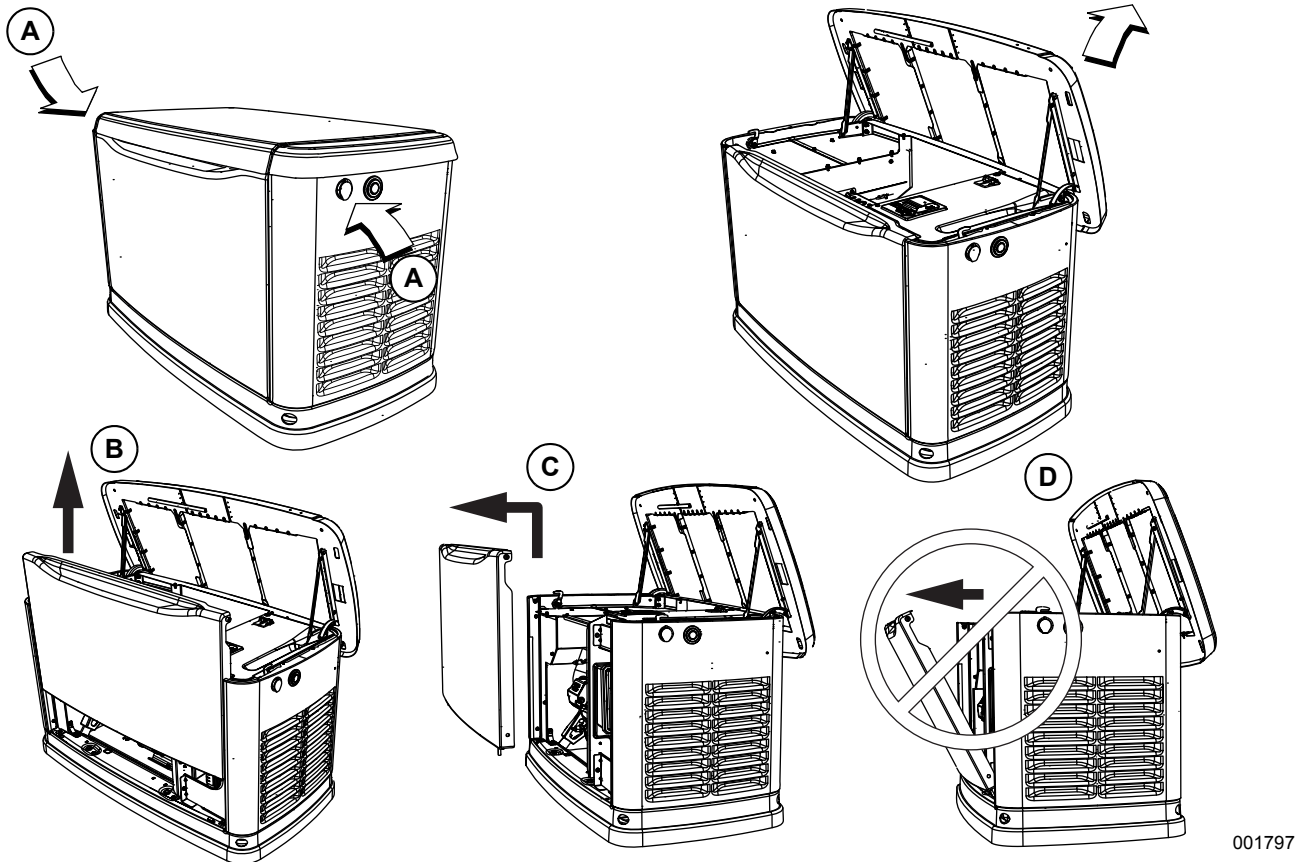

Figure 2-4. Side Lock Location and Front Panel Removal
3. Two locks secure the lid; one on each side (A in ***Figure 2-4***). Press down on the lid above the side lock, and unlock the latch to properly open the lid.
NOTE: Always lift the front access panel straight up before pulling away from enclosure (B and C in ***Figure 2-4***). Do not pull the panel away from the enclosure before lifting up (D in ***Figure 2-4***).